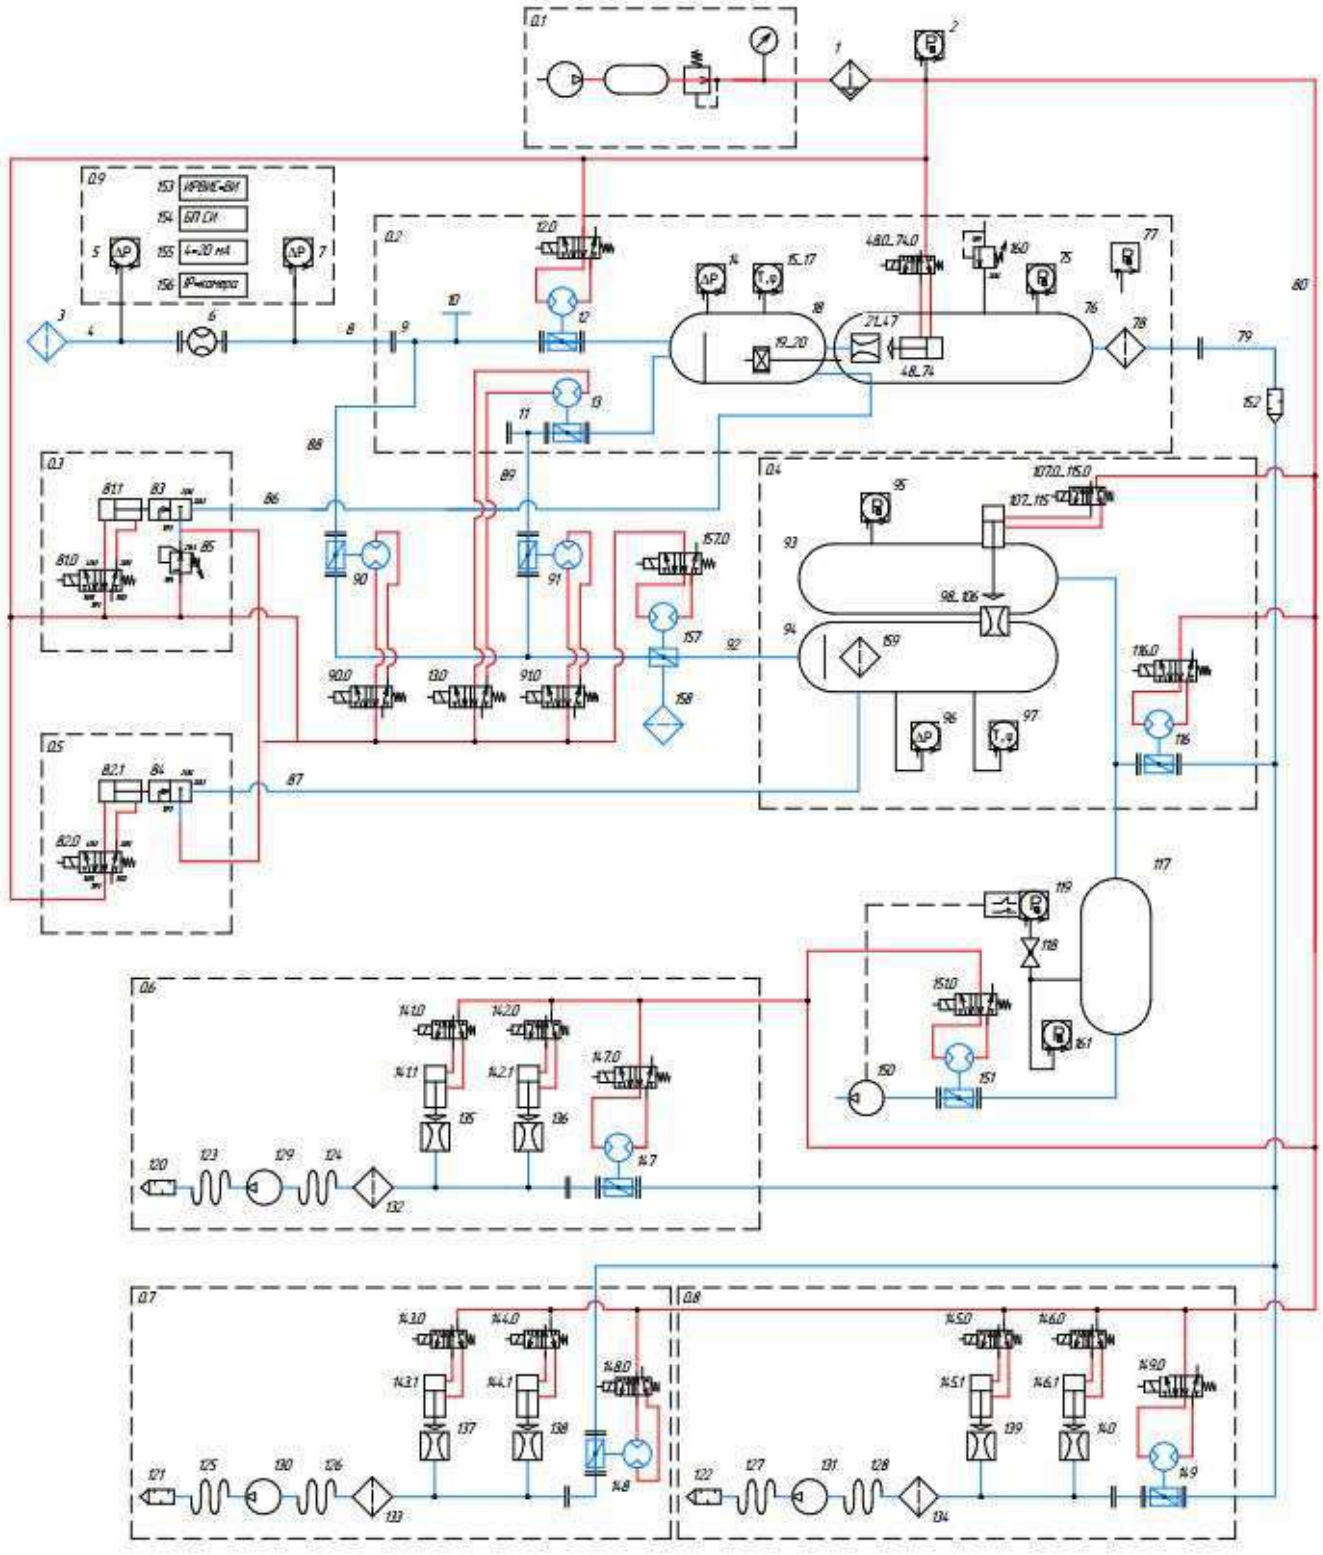

Рисунок 14 – *Пневмогидравлическая схема работы установки. Расшифровка позиций приведена в Приложении Г*
2.4.1.6 Физически установка работает следующим образом (рис. 14). Воздух в тракте установок приводится в движение воздуходувками *129 - 131*, работающими на всасывание (при малых расходах вместо воздуходувок воздух приводится в движение вакуумным насосом *150*). Из рабочего помещения воздух поступает в ИМ, содержащую прямой участок до поверяемого СИ (предвключенный участок) *4* и прямой участок после СИ (поствключенный участок) *8*, между которыми устанавливается поверяемое СИ *6*. Далее, в зависимости от положения задвижек *12, 13, 90 и 91*, воздух попадает в ресиверы *18, 94* и через набор ЭПР *21-47, 98-106*, которые установлены в специальных посадочных местах на герметичных перегородках, поступает в сопловые блоки *76, 93*. Затем воздух через соединительную магистраль *79* отсасывается воздуходувками (вакуумным насосом) и удаляется из помещения. Для исключения работы воздуходувок в режиме помпажа, который возникает при расходах ниже минимально допустимого воздуходувкой, и при запуске воздуходувок открываются противопомпажные сопла *135 - 140*. При расходах, превышающих минимально допустимый расход по расходно-напорной характеристике конкретной модели воздуходувки, противопомпажные сопла автоматически закрываются.
где $\Delta P_{с.б\_a.}$ – перепад давления между сопловым блоком и атмосферой, Па (*поз.75 (95)*, рис. 14);
P_a – атмосферное давление, Па (*поз. 77*, рис. 14);
$\Delta P_{рес\_a.}$ – перепад давления между ресивером и атмосферой, Па (*поз.14 (96)*, рис.14).
2.4.1.10 Температура и влажность воздуха в тракте установок контролируется при помощи термогигрометров (*поз. 15…17, 97*, рис. 14), чувствительные элементы которых установлены в ресиверах. Величины измеряемых параметров поверочной среды отображаются на индикаторах приборов и компьютере оператора.